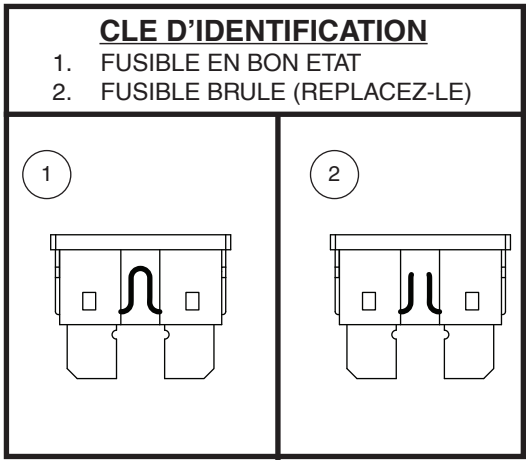

Figure 31. Le remplacement des fusibles
2. Examinez-le pour vérifier s'il est brûlé. **Voir la figure 31.**